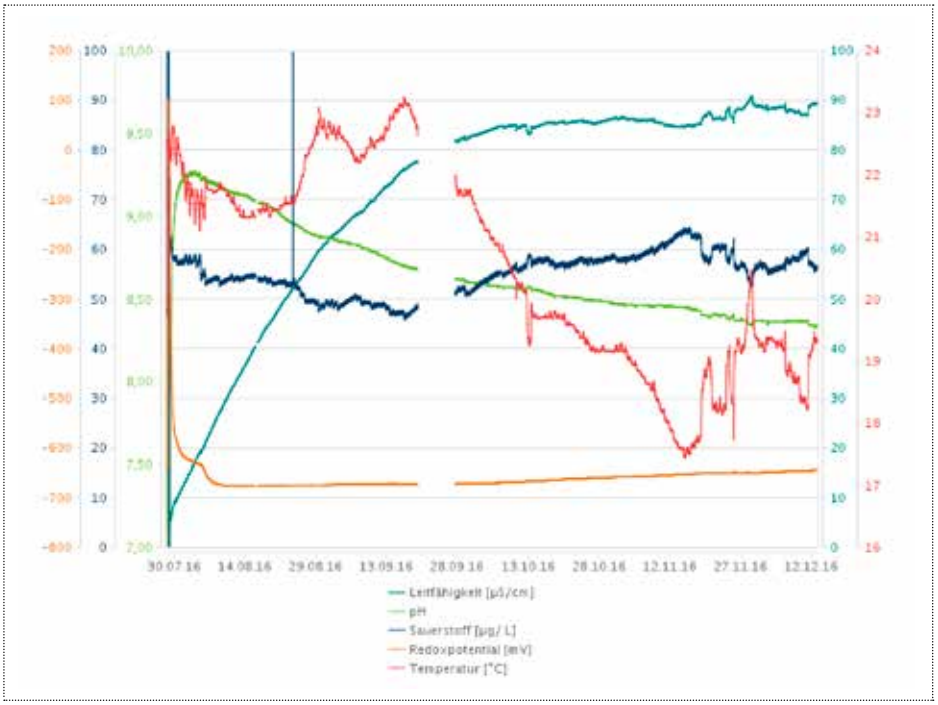

Abbildung 8: Schlechte Alkalisierung (Sauerstoffeintritt und Verkeimung)
Abbildung 8 zeigt das wasserchemische Verhalten in einer Anlage bei stetigem Sauerstoffeintritt und Verkeimung. Der pH-Wert steigt innerhalb kurzer Zeit auf pH 9,3 und fällt dann stetig auf pH 8,4. Die mikrobiologische Analyse zeigt als dominierende Gattungen den aeroben Biofilmbildner Pseudomonas und den Stickstofffixierer Bradyrhizobium (6).